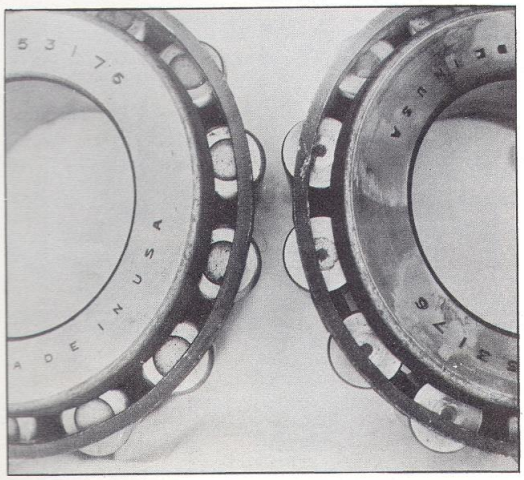

Fig. 10 - Pinion Bearing Roll End Wear
6. Check the depth that the bearing rollers have worn into the wear surfaces. If the thrust face at the large end of the roller, which is ground and polished as shown in the left bearing in Figure 10, is chipped or worn down to the center area, as shown in the right bearing of Figure 10, or if the separator has become worn enough to drag on the cone, discard the bearing.